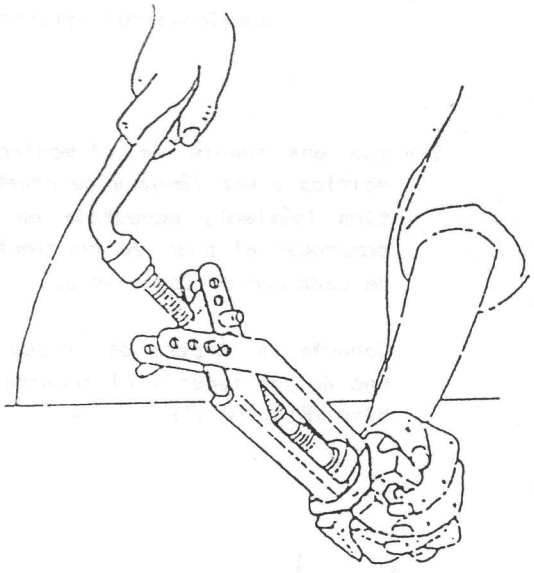

Fig. 10.22
5.- Desmonte el rodamiento delantero del eje del rotor utilizando un extractor. (fig. 10.22)